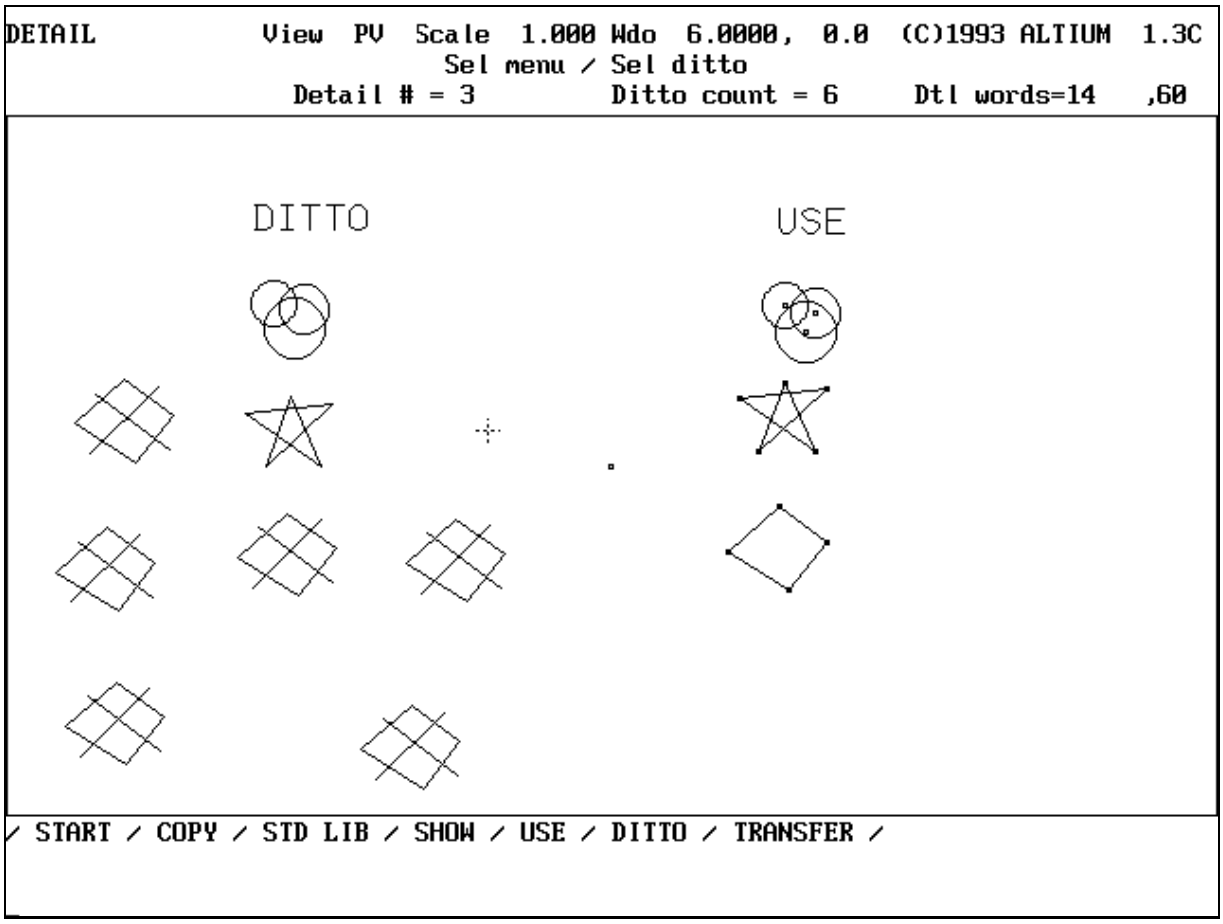

Figure 19 Your front display page after modifying the geometry on a detail page.
3. **Return to the front page and verify that all dittos have updated**. Select FKey DETAIL and /RTN/ to return to the front page. Toggle to window #1 if necessary. Your front page should resemble Figure 19 on page 26-65. Notice that all of the diamond dittos have instantly updated to reflect the actual geometry on the detail page. Also notice that the diamond under the note USE has not updated.